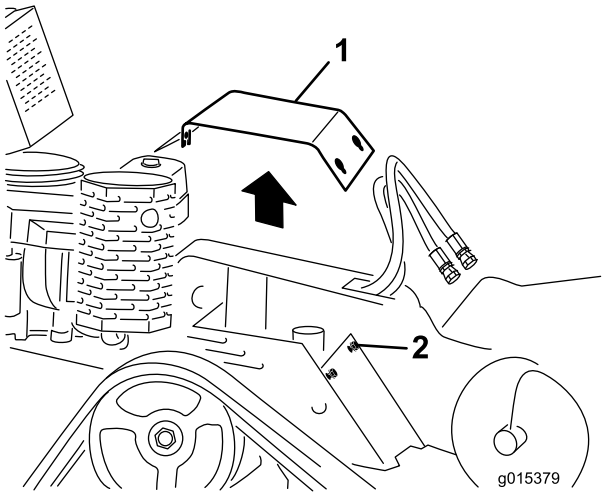

**Rysunek 25**
3. Stopniowo poluzuj 3 śruby mocujące pokrywę do ramy do momentu zwolnienia pokrywy (Rysunek 25).
2. Wsuń pokrywę na miejsce i zamocuj ją za pomocą 3 poprzednio odkręconych śrub (Rysunek 25).